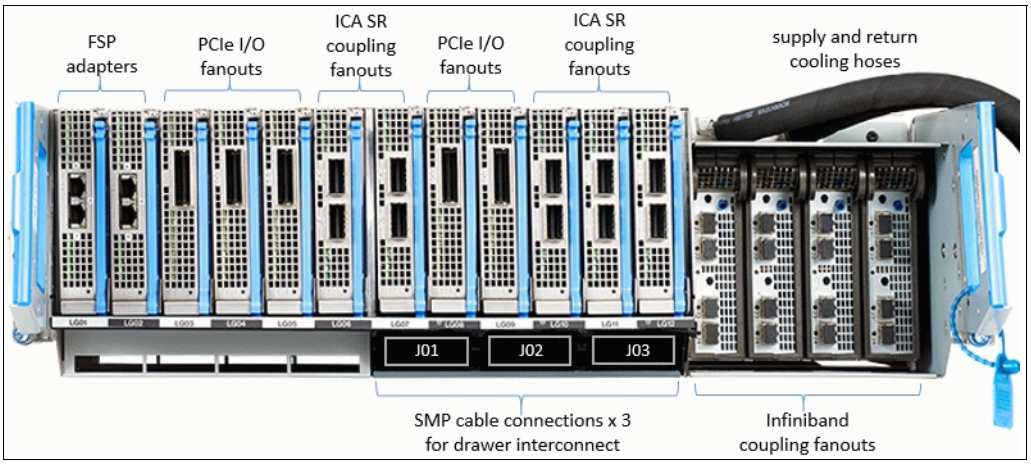

Figure 2-7 Fully populated processor drawer
Figure 2-7 on page 41 shows the front view of a fully populated processor drawer. Redundant FSP adapters (2) will always be installed, and PCIe I/O fanouts are plugged in specific slots for best performance and availability. SMP interconnect cables are present when multiple drawers are present. Also present are the ICA SR and Infiniband fanouts for coupling connectivity.